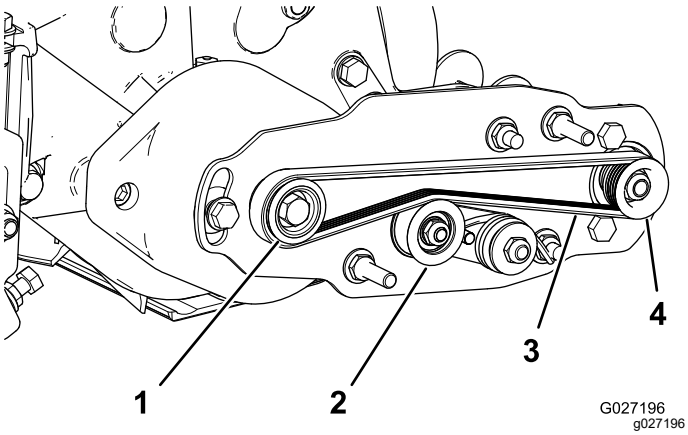

Figur 16
- Legg remmen rundt den **driv**remskiven, og så over toppen av lederullen (Figur 16).